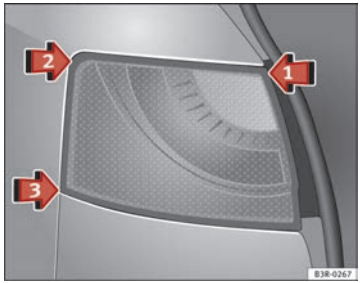
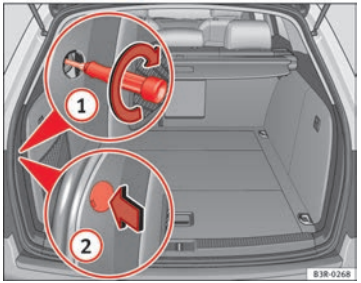

Fig. 229 Fitting the tail light unit
Fig. 230 Luggage compartment: Location of the bolt securing the tail light unit
– First place the tail light unit in ⇒ Fig. 229 arrow (1) in the housing.
– Gently press the tail light unit against the housing, first in position (2) and then in position (3), until that the clips engage firmly in the rubber mountings.
– Apply gentle pressure to the upper part of the tail light unit and secure using the screwdriver, from the luggage compartment ⇒ Fig. 230 (1).
– Fit the cover back onto the screw, with the notch pointing to the rear (2).